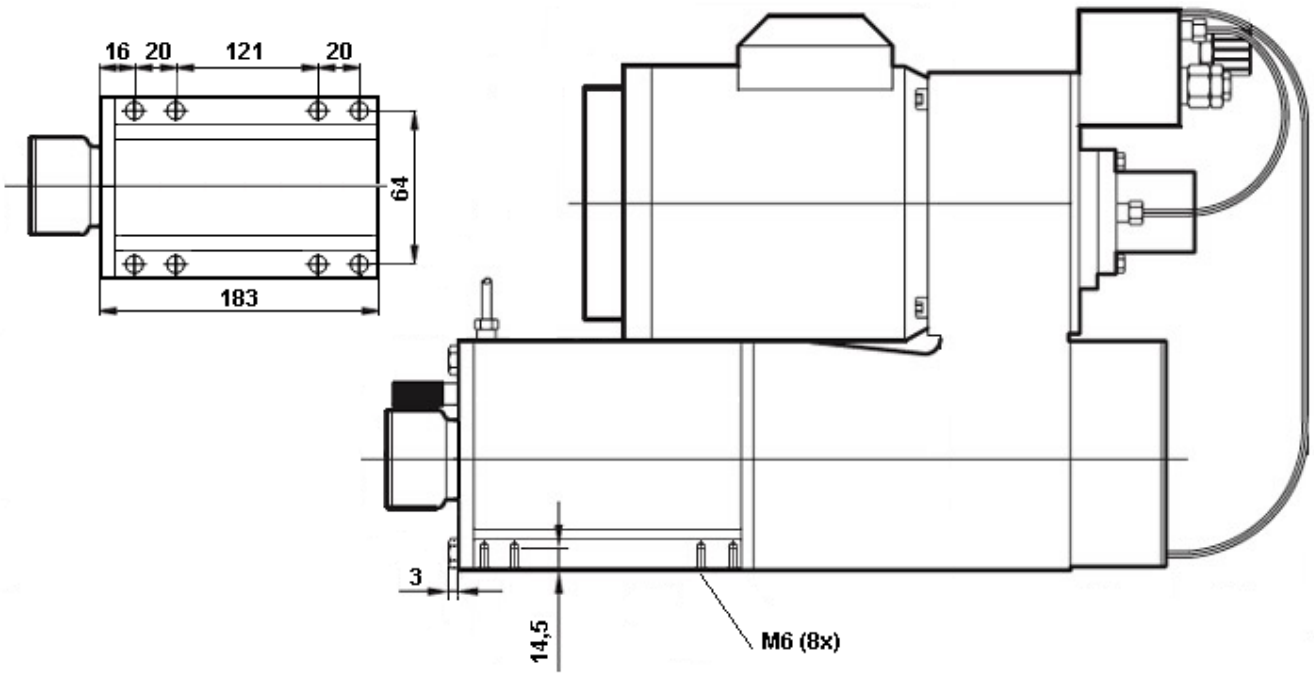

Fig. 1a.
4. Enheten skall alltid monteras på en plan yta (bearbetad) och skruvas fast med tillhörande fästen eller eget arrangemang i stabilt stativ. Se Fig. 1a och Fig. 1b.